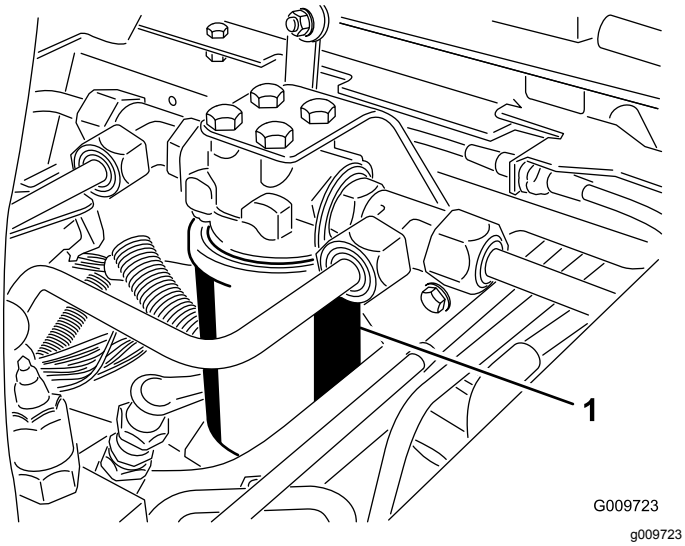
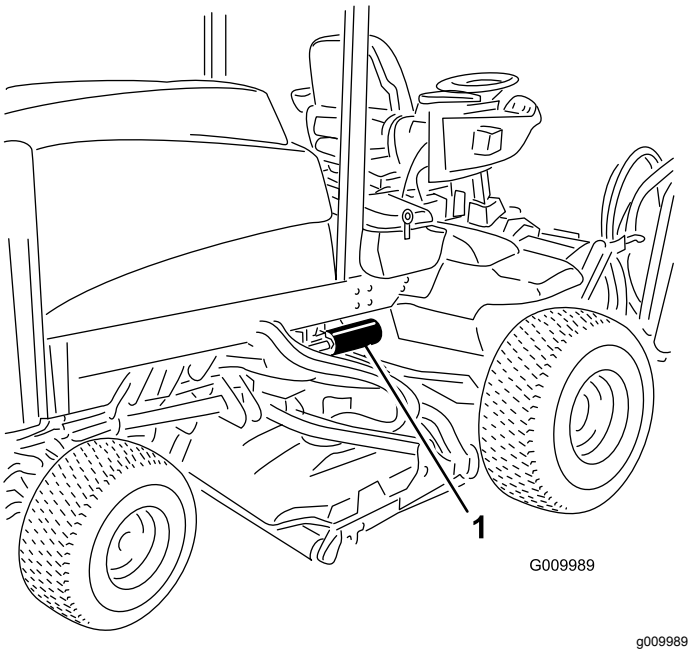

Figur 82
Figur 83
2. Rengör runt området där filtret monteras. Placera ett kärl under filtret och avlägsna filtret (Figur 82 och Figur 83).